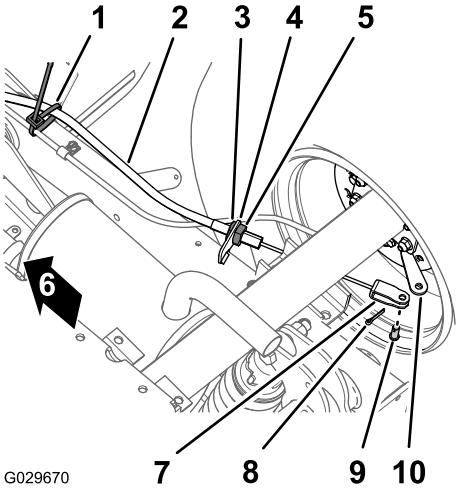

Figura 50
1. Sulla parte inferiore della macchina, rimuovete la fascetta per cavi che fissa il cavo del freno di stazionamento alla linea del freno di servizio (Figura 50).
2. Contrassegnate una striscia di rotazione sul controdado anteriore per il cavo del freno di stazionamento (Figura 50).
3. Allentate il controdado posteriore e rimuovete il cavo dalla staffa del cavo del freno (Figura 50).
4. Togliete la coppiglia e il perno con testa che fissano l'uncino del cavo del freno di stazionamento alla leva di azionamento del freno e separate il cavo dalla leva (Figura 50).
1. Disponete il regolatore filettato del cavo del freno di stazionamento sulla staffa del cavo del freno e l'uncino sulla leva di azionamento del freno (Figura 50).
3. Allineate il regolatore filettato del cavo del freno di stazionamento alla staffa del cavo del freno e serrate il controdado posteriore (Figura 50).